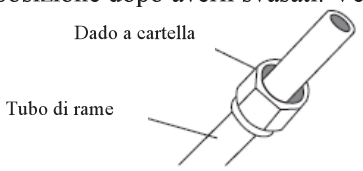

Fig. 7.3
3. Poni i dadi a cartella su entrambe le estremità del tubo. Assicurati che siano rivolti nella giusta direzione perché non puoi muoverli o cambiare la loro posizione dopo averli svasati. Vedi Fig. 7.3